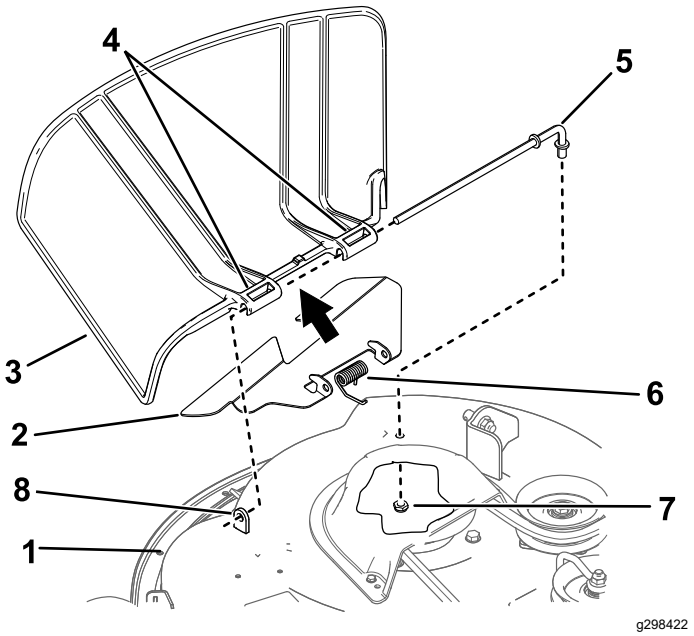

Figuur 74
1. Verwijder de moer (⅜") van de stang onder het maaidek (Figuur 74).
2. Schuif de stang uit de korte afstandhouder, veer en grasgeleiderspil (Figuur 74).
4. De nieuwe grasgeleider monteren (Figuur 74).
7. Schuif de stang door de tweede grasgeleiderspil (Figuur 74).
9. Bevestig de achterzijde van de stang aan de maaier met een moer (⅜"), zoals geïllustreerd in Figuur 74.